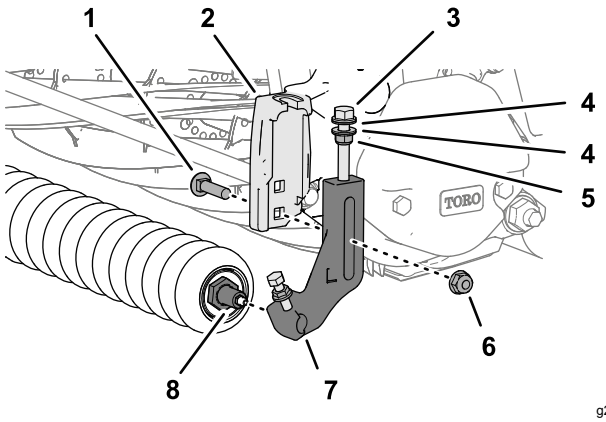

Рисунок 10
3. Установите другой кронштейн высоты скашивания на вал переднего валика и совместите кронштейн с опорой высоты скашивания на боковой пластине, как показано на Рисунок 10.
4. Установите кронштейн высоты скашивания на опору с помощью каретного болта (Рисунок 10), снятого при выполнении пункта 3 в разделе Снятие кронштейнов высоты скашивания (страница 2), и контргайку (3/8 дюйма).
5. Затяните контргайки на винте регулировки высоты скашивания до тех пор, пока шайбы не войдут в контакт с фланцем боковой пластины, затем отверните гайку на ½ оборота (Рисунок 10).